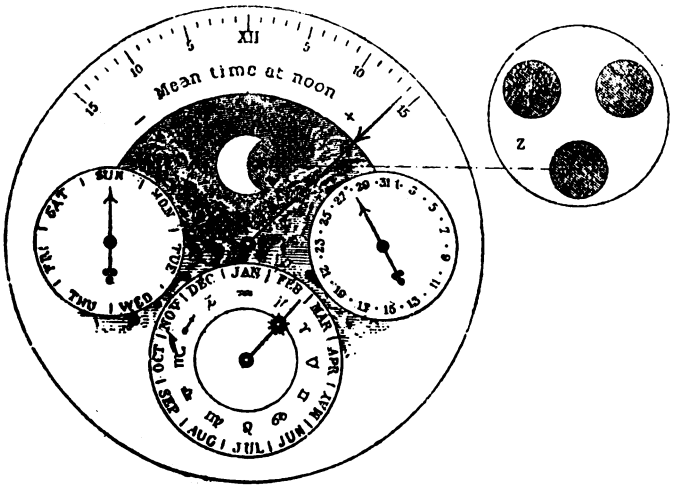
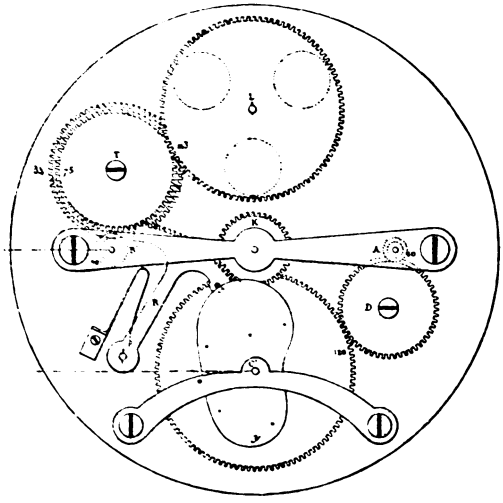

Fig. 4.
Fig. 5.
week and the days of the month, is shown in Fig. 3. Fig. 5 shows the outer side of the plate, which is devoted to the mechanism for producing the phases of the moon and the equation of time. To this side of the plate the dial (Fig. 4) is attached.
When the lever M *m* is moved by the pin *c*, the clicks G and H slip under the teeth, their beaks pass on to the following tooth, and the lever then, not leaning on the pin *c*, falls quickly by its own weight, and makes each click leap a tooth of the respective wheels of 7 and 31 teeth. The arbors of these wheels pass through the dial (Fig. 4), and have each an index which, at every leap of its own wheel, indicates on its special dial the day of the week and the day of the month. A roll or jumper, kept in position by a sufficient spring, keeps each wheel in its place during the interval of time which separates two consecutive leaps.
To secure the proper registration of the months of 30 days, for February of 28 during three years, and of 29 in leap year, M. Brocot makes the following provision. The arbor A of the month wheel goes through the circular plate, and on the other side is fixed (see Fig. 5) a pinion of 10. This pinion, by means of an intermediate wheel (D), works another wheel (centred at *e*) of 120 teeth, and consequently turning once in a year. The arbor of this last wheel bears an index indicating the name of the month. The arbor C goes through the plate, and at the other end (see Fig. 3) is fixed a little wheel gearing with a wheel having four times as many teeth, and which is
Phases of the Moon.—The phases of the moon are obtained by a pinion of 10 on the arbor B, which gears with a wheel of 84 teeth, fixed on another of 75, which last gears with a wheel of 113, making one revolution in three lunations. By this means there is an error only of ·00008 day per lunation. On the wheel of 113 is fixed a plate (Z), on which are three discs coloured blue having between them a distance equal to their diameter, as shown in Fig. 4; these discs slipping under a circular aperture made in the dial, produce the successive appearance of the phases of the moon.